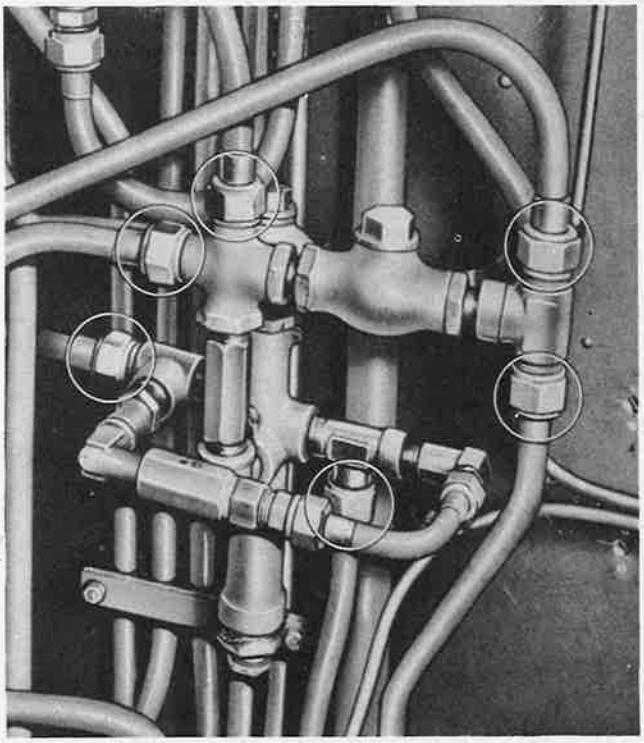

Figure 433—Removal of Wing Flap Relief Valve Assembly—Disconnect Locations Indicated
b. Disconnect and cap the hydraulic lines leading to the wing flap relief valve as shown on figure 433. Remove the valve from the airplane.
2. INSTALLATION.—To install the wing flap relief valve reverse the removal procedure and refer to figure 433.